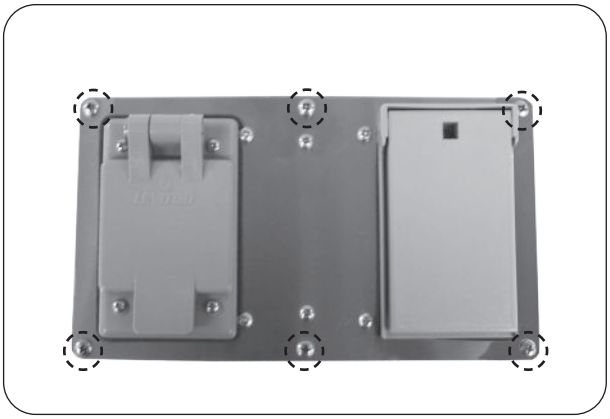

Fig. 46-1 Remove 6 large screws
2. Using a phillips screwdriver, remove the 6 large screws found on the cover of the power supply box (see Fig. 46-1).